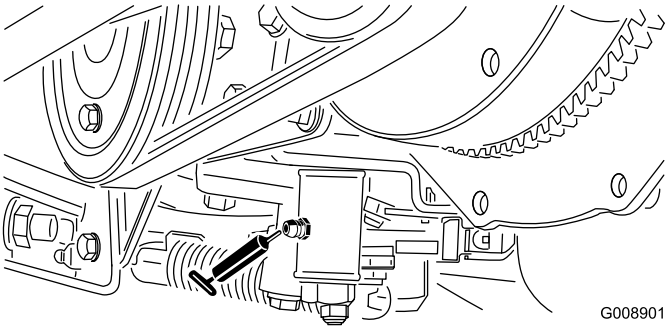

Figur 43
- Nøytral justeringsmekanisme (Figur 43)